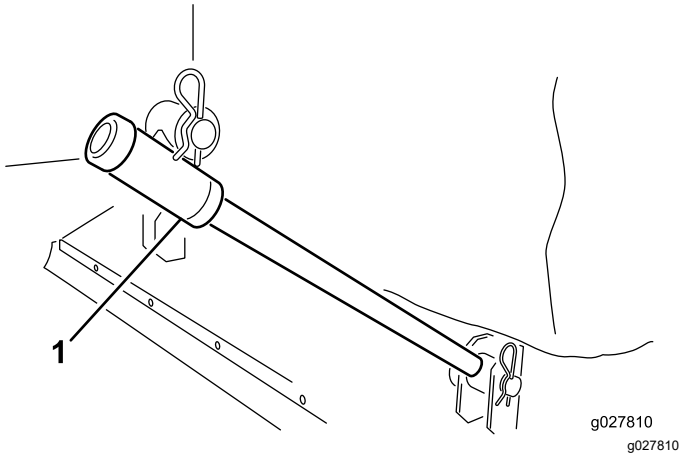

图 2
2. 将牵引臂滑动到机架安装销上。使用垫圈和发卡销将各个牵引臂固定到机架安装销图 2。